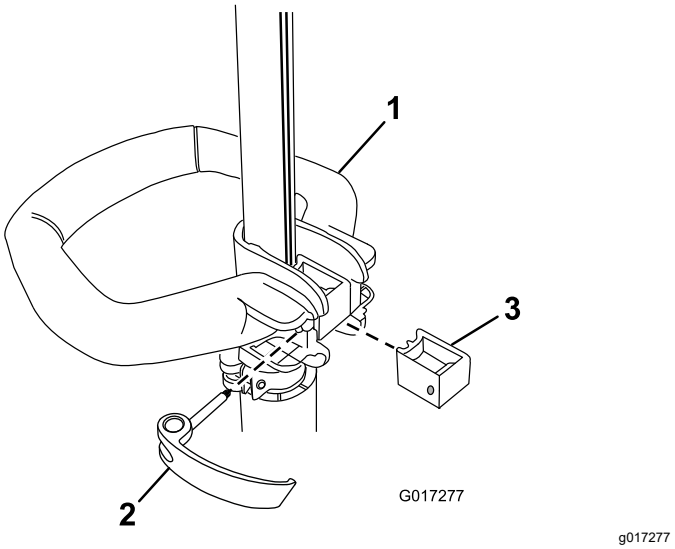

Figura 1
1. Coloque la empuñadura auxiliar sobre el mango de la desbrozadora con la superficie lisa hacia usted (Figura 1).
2. Introduzca la pieza de refuerzo en la empuñadura auxiliar de manera que el refuerzo encaje en la ranura del mango (Figura 1).
3. Pase el pestillo desde la izquierda a través de la empuñadura y la pieza de refuerzo, según se indica, y apriete el tornillo del pestillo con un destornillador de punta Phillips (Figura 1).